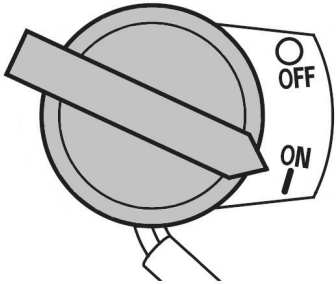

Рис. 24 Выключатель зажигания
6. Выключатель зажигания переведите в положение «ON» (Включено) (Рис. 24).
При возникновении аварийной ситуации, для экстренной остановки двигателя переведите выключатель зажигания двигателя в положение «OFF» (Выключено) (Рис. 24).
4. Переведите выключатель зажигания в положение «OFF» (Выключено) (Рис. 24).